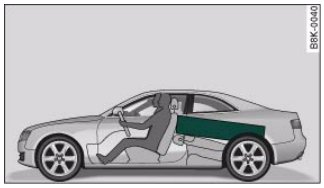

Fig. 82 Heavy items should be placed as far forwards as possible. ▶
– Position heavy items as far forward as possible ⇒ *page 77,* fig. 82.